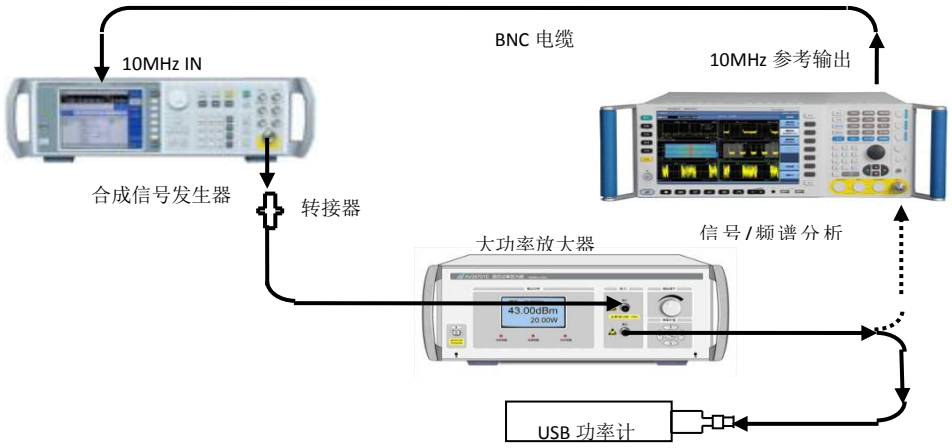

图8.8 最大安全输入电平测试示意图
3） 按图 8.8 实线所示连接测试设备，大功率放大器的输出电缆接 USB 功率计传感器。
5) 关闭信号发生器输出，关闭大功率放大器电源，按图 8.8 所示虚线位置改变测试连接关系，将功率放大器的输出电缆接信号/频谱分析仪的输入。